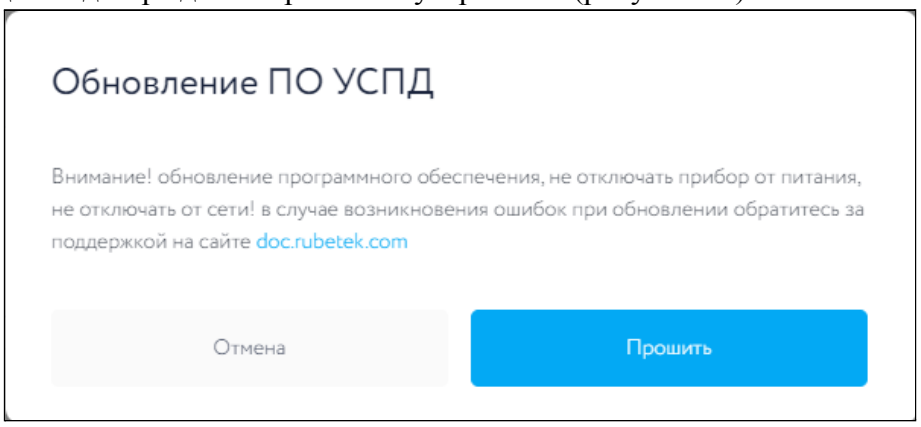

Рисунок 30 - Запуск процесса прошивки
- нажать кнопку **Прошить** для запуска процесса прошивки. При этом программа выдаст сообщение для подтверждения прошивки устройства (рисунок 30). Нажимаем кнопку **Прошить**.